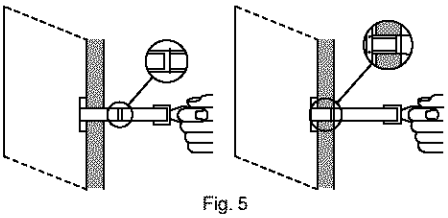

Fig. 5
9. While holding the plastic pull ring, slide the plastic retaining sleeve towards the wall until it fits into the hole in the wall. This will hold the toggle bolt in the wall while the Wall Bracket is mounted (refer to Figure 5).